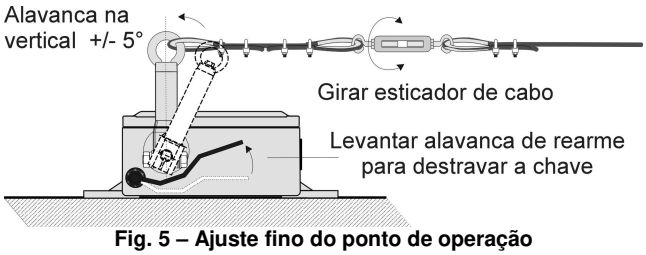

Fig. 5 – Ajuste fino do ponto de operação
4.1.5 Libere a trava da chave e abra o esticador até que a alavanca de acionamento fique na posição vertical (fig 5). Inclinações de até 5° em relação à vertical para qualquer lado não interferem no funcionamento da chave.